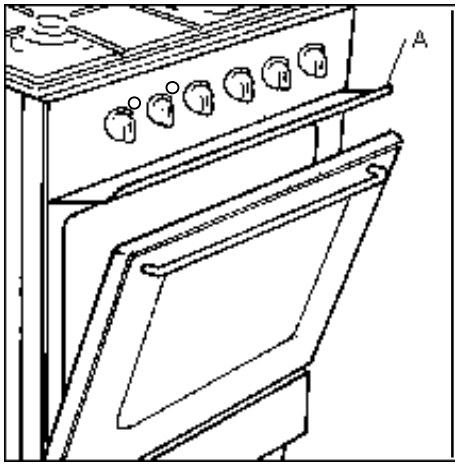

fig. 8
- Ouvrez la porte du four et mettez le déflecteur « A » en place (fig. 8).